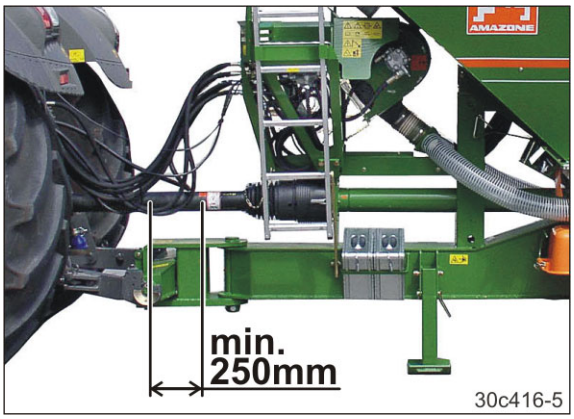

Fig. 120
5. Sæt maskinen i vejtransportposition (Fig. 120), dvs. at kombinationen skal justeres ligeud.
Mindsteoverlapningen ved ligeudkørsel skal være mindst 250 mm (se Fig. 120).